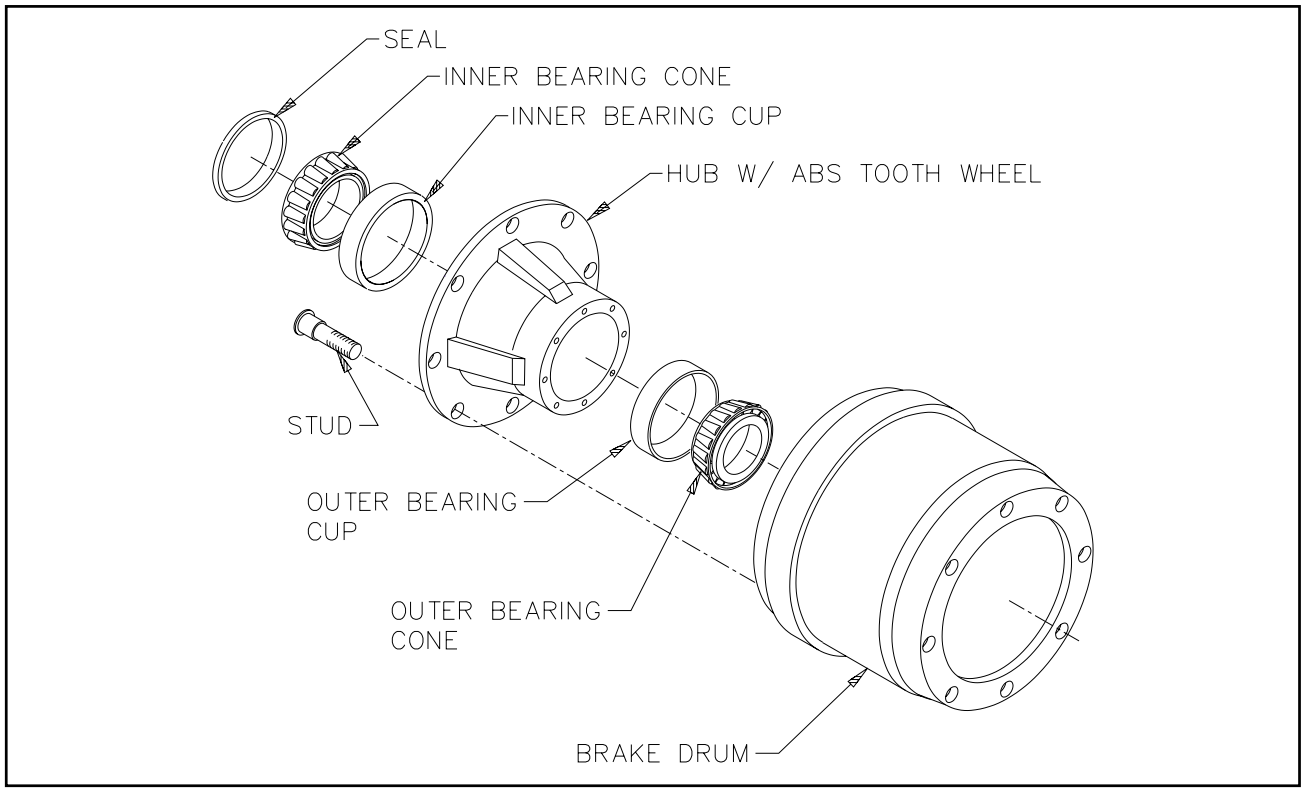
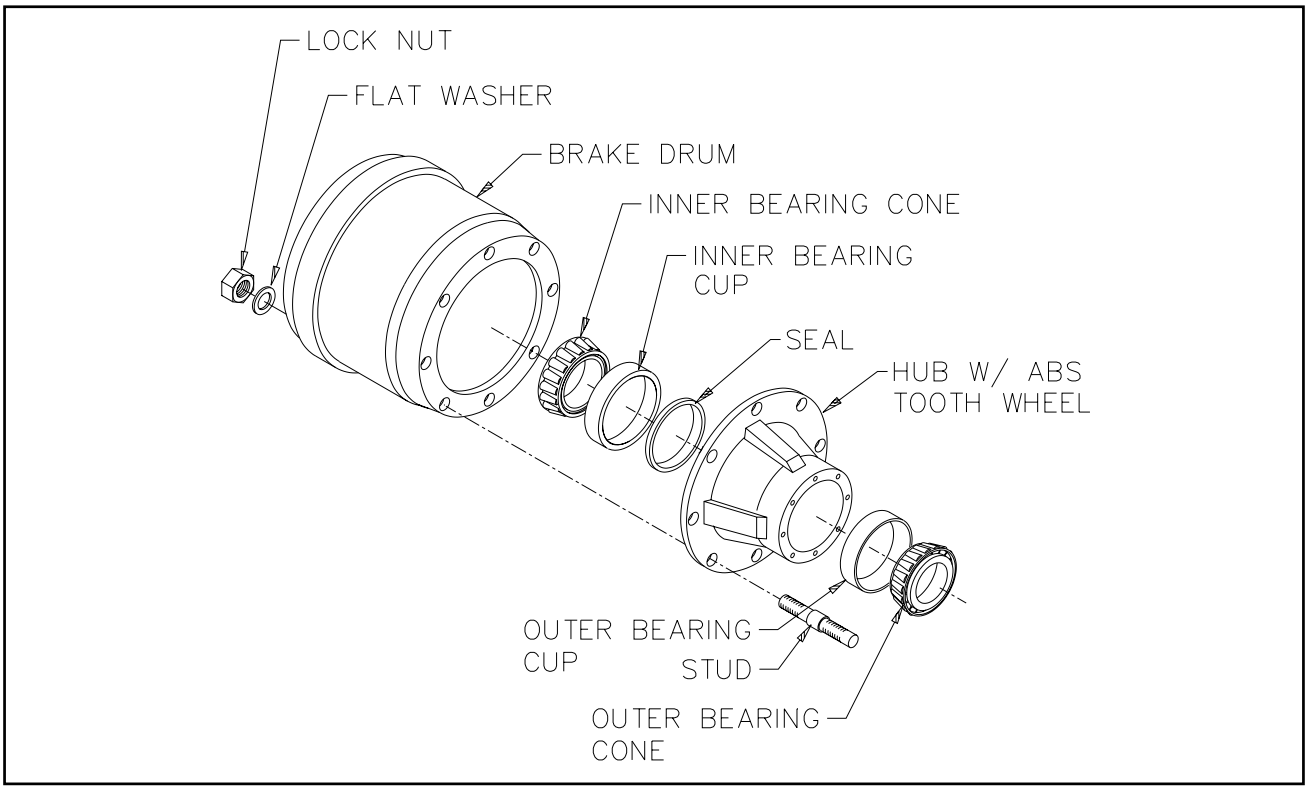
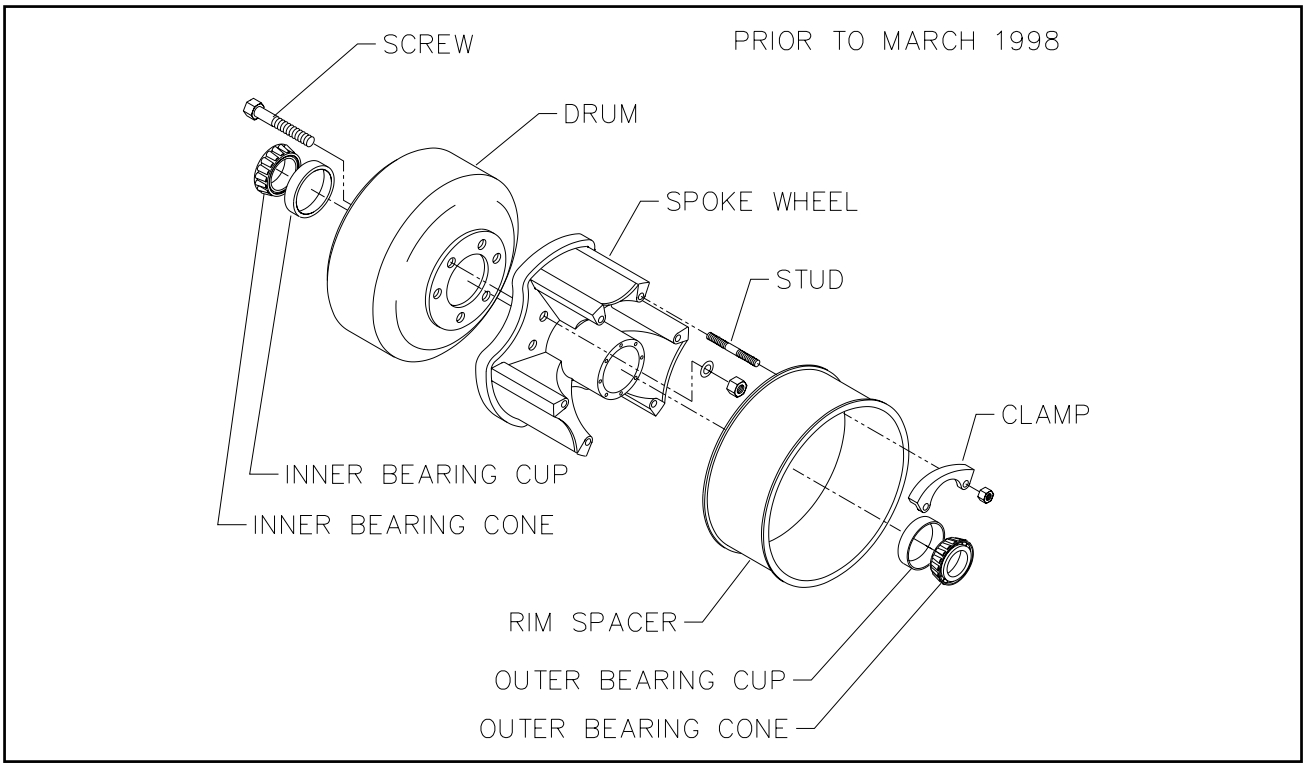

Figure 4-12 Outboard Mount Hub and Drum
Figure 4-13 Inboard Mount Hub and Drum
Figure 4-14 Three Spoke Wheel and Drum
4-9.4 Replace the hub and drum as follows **(See Figures 4-12, 4-13, and 4-14):**
a. For outboard mount hub and drum remove the brake drum **(See Figure 4-12)**. It may be necessary to release the slack adjuster. For inboard mount **(See Figure 4-13)** and spoke wheel (**See Figure 4-14)** remove drum after hub.
s. For Outboard Mounted Brake Drum **(See Figure 4-12)** place the drum over the hub and brake shoes being careful not to damage the threads on the studs. Make sure the drum seats flat against the hub flange and mates properly with the hub pilot. There should be no interference between the brake drum pilot chamfer and the corner radius on the hub. If interference exists, the hub will not be able to function properly.